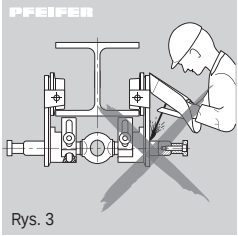

Rys. 3
- Niedozwolone jest wykonywanie prac spawalniczych na wózku (Rys. 3).